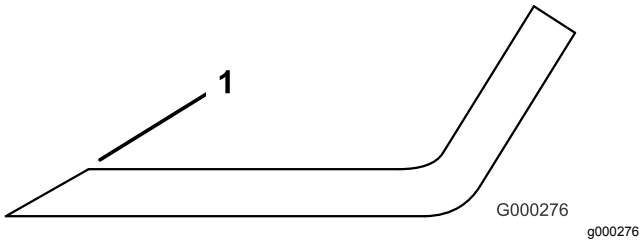

Figur 75
1. Slipa eggen i båda ändarna av kniven (Figur 75).